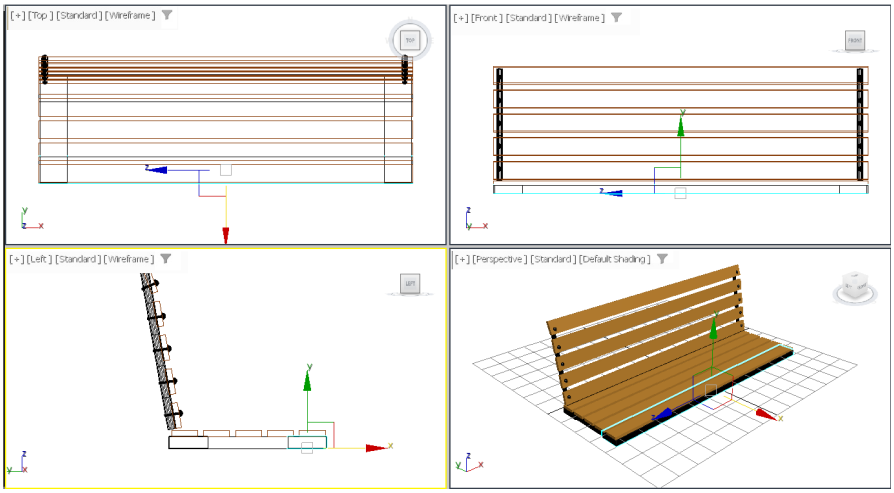

Figure 2-90 *Alignment of leg support004 in viewports*
12. Choose the **Select and Move** tool and align *leg support004* with *horizontal seat support* in all the viewports, refer to Figure 2-90.